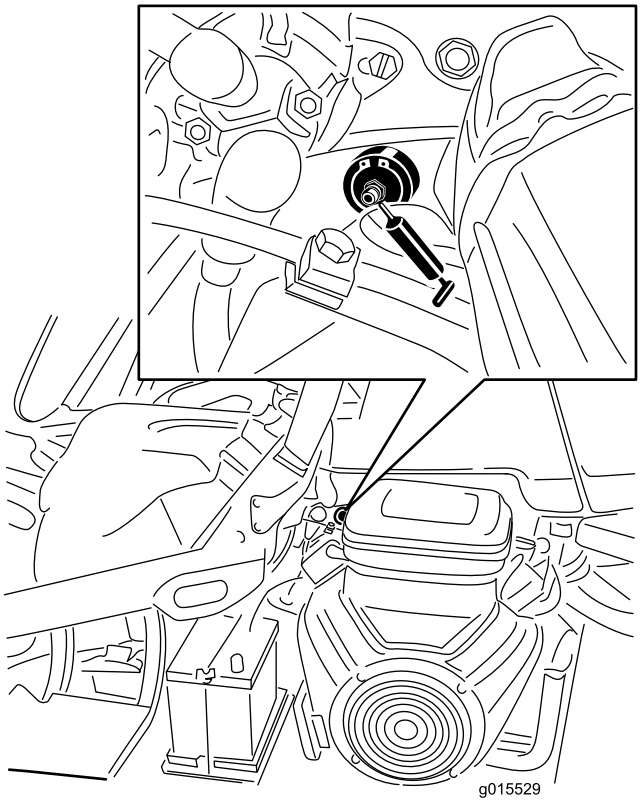

Figur 40
1. Torka av smörjnippeln så att främmande partiklar inte kan leta sig in i lagren eller bussningarna (Figur 40).